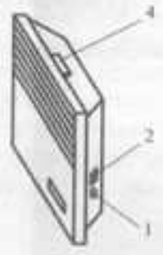

Рис.6
5.6 Переведите клавишу выключателя (клавиши ступенчатого регулятора мощности) в отключенное положение «0», ручку термостата установите в положение «❄» (совместите знак «❄» на ручке с меткой на корпусе конвектора или блока управления). Конвектор готов к работе (расположение органов управления конвектором приведено на рис. 6,7).